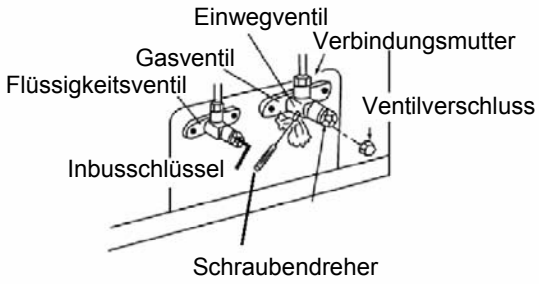

Abb. 35
8. Gas- und Flüssigkeitsventilspindel vollständig öffnen (siehe Abb. 35).